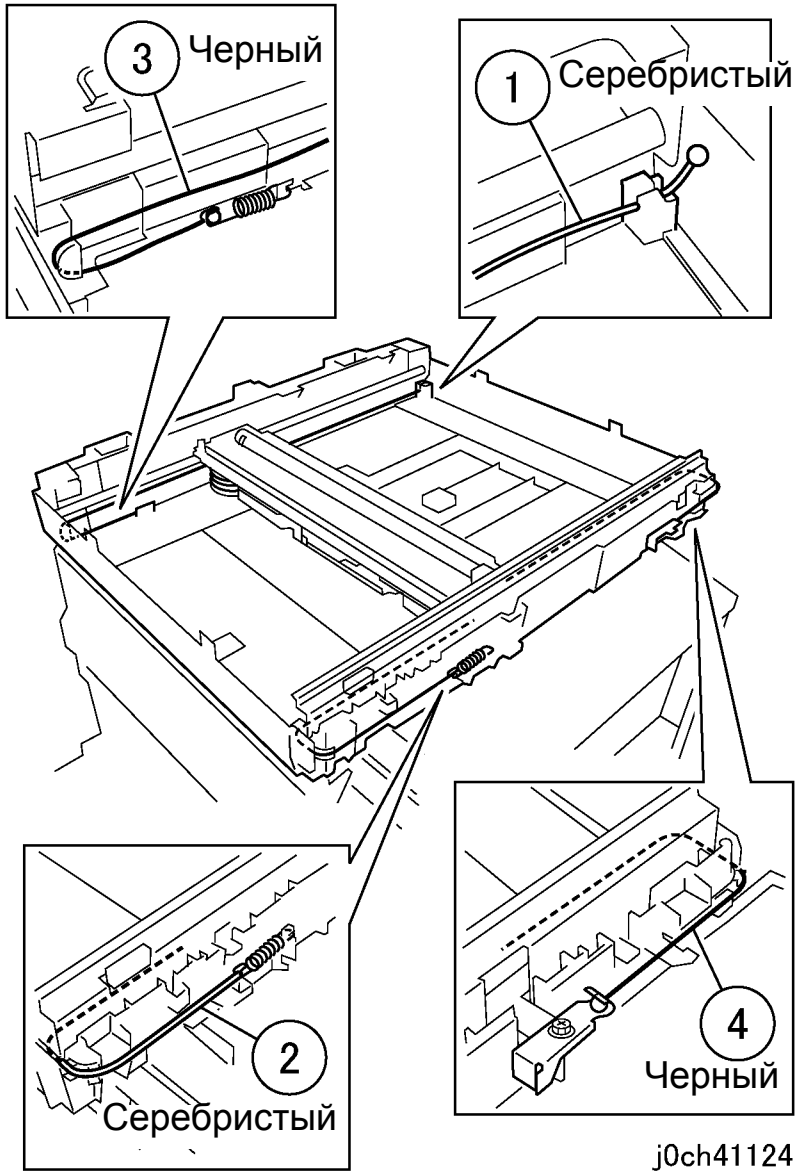

Рисунок 6 Установка тросиков-5 (j0ch41124)
5. Установите передний/задний тросик каретки на IIT в последовательности, показанной на рисунке (рисунок 6).